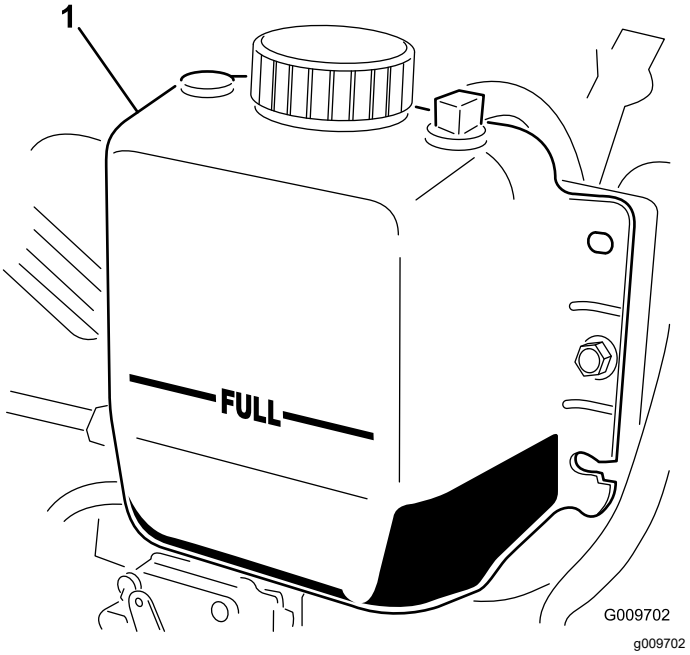

Figuur 116
3. Controleer het koelvloeistofpeil in de radiateur. De radiateur moet worden gevuld tot de bovenkant van de vulbuis, en de expansietank tot de VOL-markering (Figuur 116).